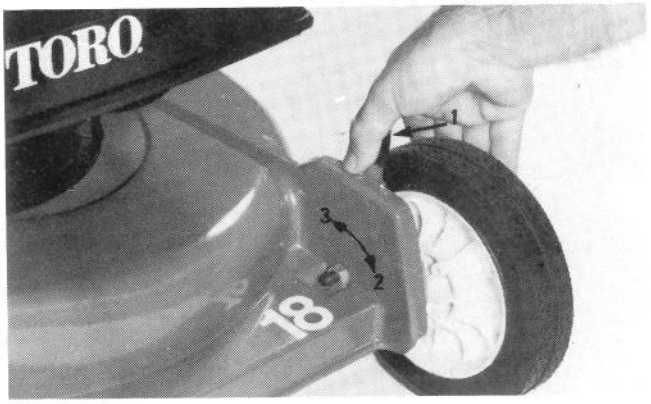
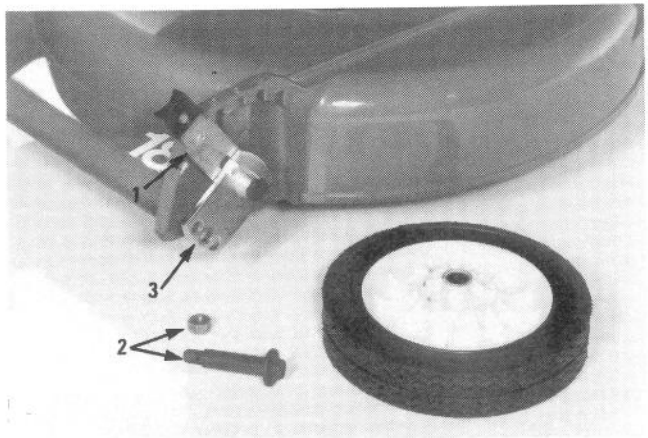

Figure 12
Figure 13
Height-of-Cut Adjusters (Fig. 12) - Height-of-Cut is adjustable to one of five approximate settings: 1 in. (25.4mm), 1-1/2 ins.(38.10mm) 2 in (50.8mm) 2-1/2 in. (63.5mm), or 3 in. (76.2mm). In addition, height can be set from approximately 1/2 in.(12.70mm) to 2-1/2 in (63.5mm) by relocating wheel mount bolts in different holes in height-of-cut brackets Fig. 13).
2. Place thumb against height-of-cut adjuster and fingers on outside of wheel (Fig. 12).
1. Position height-of-cut adjuster in "E' height-of-cut setting, slide an open end wrench over locknut at rear of wheel mounting bracket, use a box end or socket wrench over wheel bolt and remove wheel bolt and wheel from bracket (Fig. 13).
2. Install wheel and wheel bolt into top hole in bracket and secure with locknut (Fig. 13).